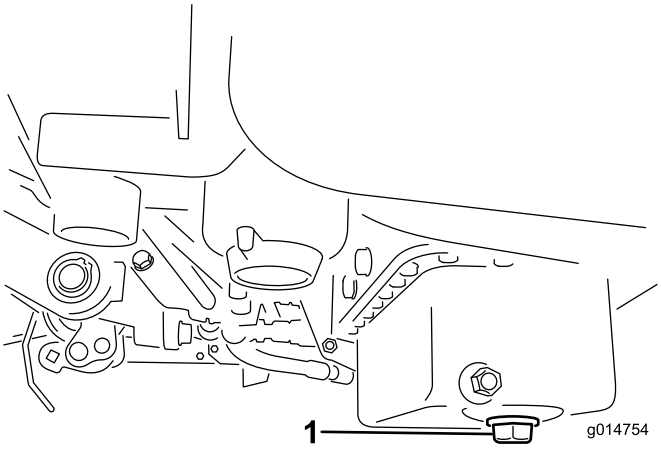

**Figur 45**
1. Fjern tappepluggen, og la oljen renne ned i et tappefat. Når oljen slutter å renne, setter du tappepluggen på igjen (Figur 45).